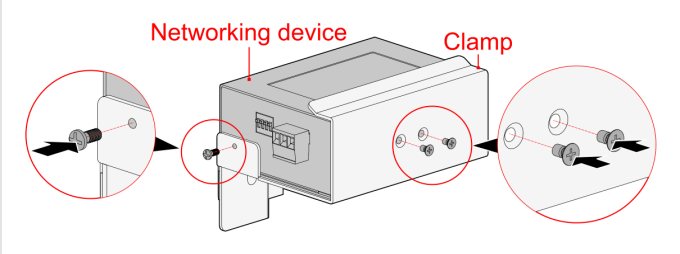

FIGURE 3-36 Step 3 — device on the clamp
3. Fit the networking device to the clamp (Figure 3-36).